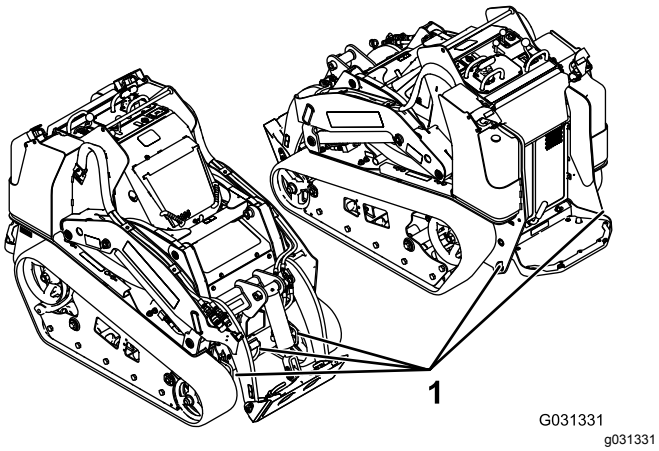

Figuur 36
8. Gebruik de metalen bindogen op de machine om de machine goed vast te maken aan de aanhanger of vrachtwagen. Gebruik hiervoor banden, kettingen, kabels of touwen (Figuur 36). Raadpleeg de lokale voorschriften inzake het vastbinden van de machine.
U kunt de machine omhoog brengen met behulp van de bindogen als hefpunten; zie Figuur 36.